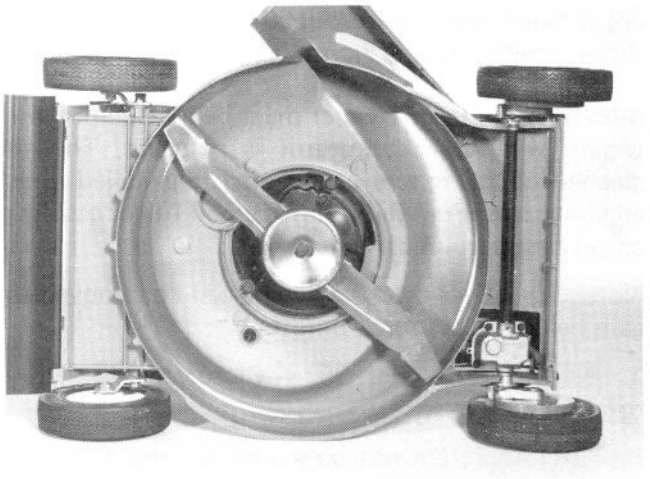

Figure 27
2. Tip mower on its left side (Fig. 27). Remove grass clippings and dirt by spraying with a garden hose and scraping with a wooden scraper.